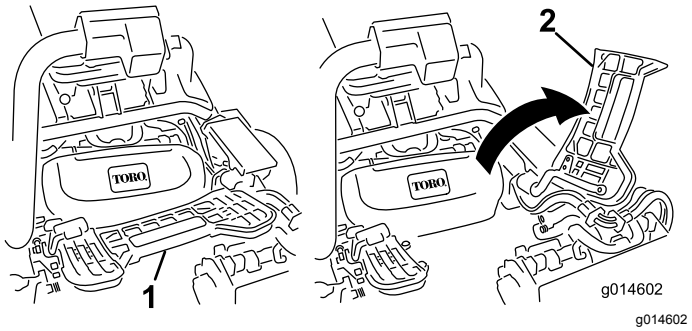

Figur 47
2. Løft opp fothvileren og drei den åpen, slik at man kan komme til midtstillingen til klippeenheten (Figur 47).